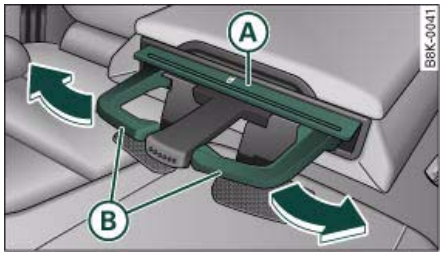

Fig. 94 Cup holder in rear armrest
– Press the symbol (A) ⇒ fig. 94.